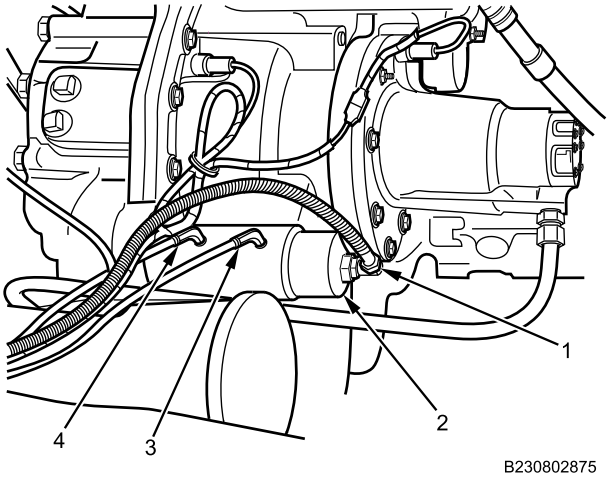

Figure 7. Two-Speed Shift Cylinder Air Line Connections.
2. Connect PURPLE air line (Figure 7, Item 1) to low range port of two-speed shift cylinder (Figure 7, Item 2) on transfer case.
3. Connect BLACK air line (Figure 7, Item 3) to neutral port of two-speed shift cylinder (Figure 7, Item 2) on transfer case.
4. Connect WHITE air line (Figure 7, Item 4) to high range port of two-speed shift cylinder (Figure 7, Item 2) on transfer case.